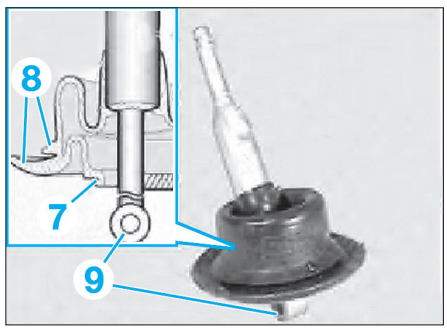

Fig. 21
- Tirer le talon du soufflet (7) par dessus le pot du bras de commande et agrafer les lèvres du soufflet (8) sur le plancher. Faire attention à ce que la flèche située sur la lèvre supérieure du soufflet (8) soit située dans le sens du déplacement et perpendiculaire à l'oeillet (9) du levier de commande **(Fig.21)**.